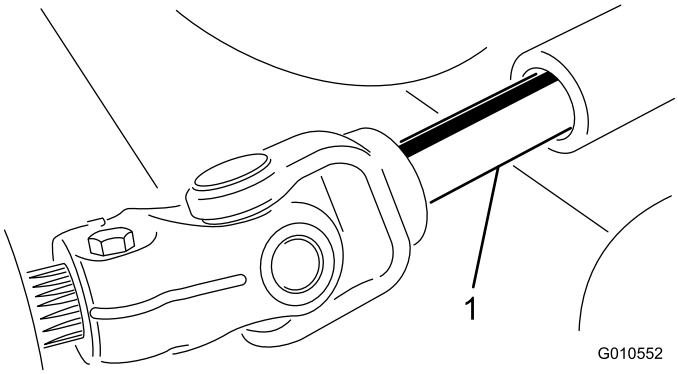

Figuur 20
5. Rol het maaidek bij de tractie-eenheid vandaan en ontkoppel het mannelijke en vrouwelijke gedeelte van de aftakas (Figuur 20).
3. Schuif de mannelijke aftakas in de vrouwelijke aftakas (Figuur 20).